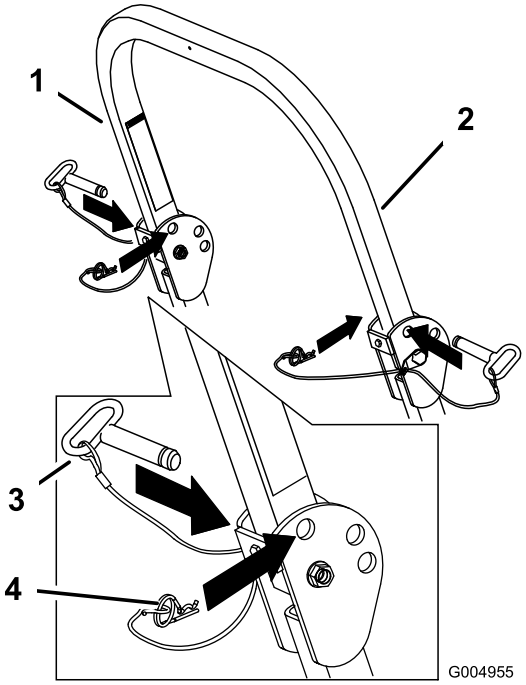

Figuur 9
1. Maak de R-pennen los en verwijder de 2 pennen (Figuur 9).
3. Plaats de 2 pennen en zet deze vast met de R-pennen (Figuur 9).
4. Om de rolbeugel omhoog te klappen, moet u de R-pennen losmaken en de 2 pennen verwijderen (Figuur 9).
5. Klap de rolbeugel omhoog, plaats de 2 pennen en zet deze vast met de R-pennen (Figuur 9).